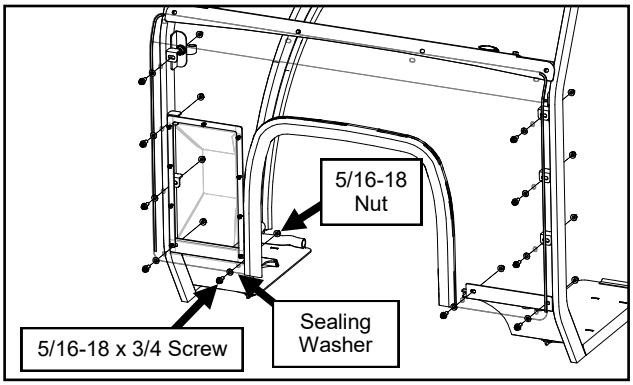

Fig. 10.1 (Install Clear Plastic Cowl)
10.1 With assistance, slide the clear plastic cowl down over the vehicle, flexing it to go around behind the loader arm bracket. Loosely secure the lower (10) slots with fasteners. See Figure 10.1. The vinyl filler will sandwich between the plastic cowl and the floorboard at the bottom.